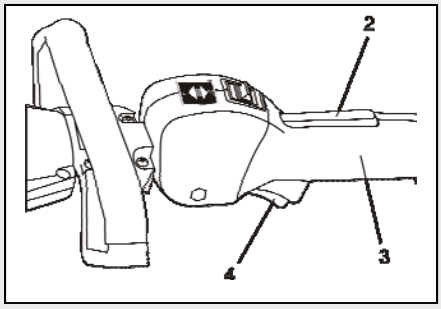

Fig. 3
To start the tool, squeeze the palm lock-off switch (2) into the rear handle (3) (Fig. 3). While squeezing the palm lock-off switch, squeeze the ON/OFF trigger switch (4). To turn the tool OFF, release the ON/OFF trigger switch (4).